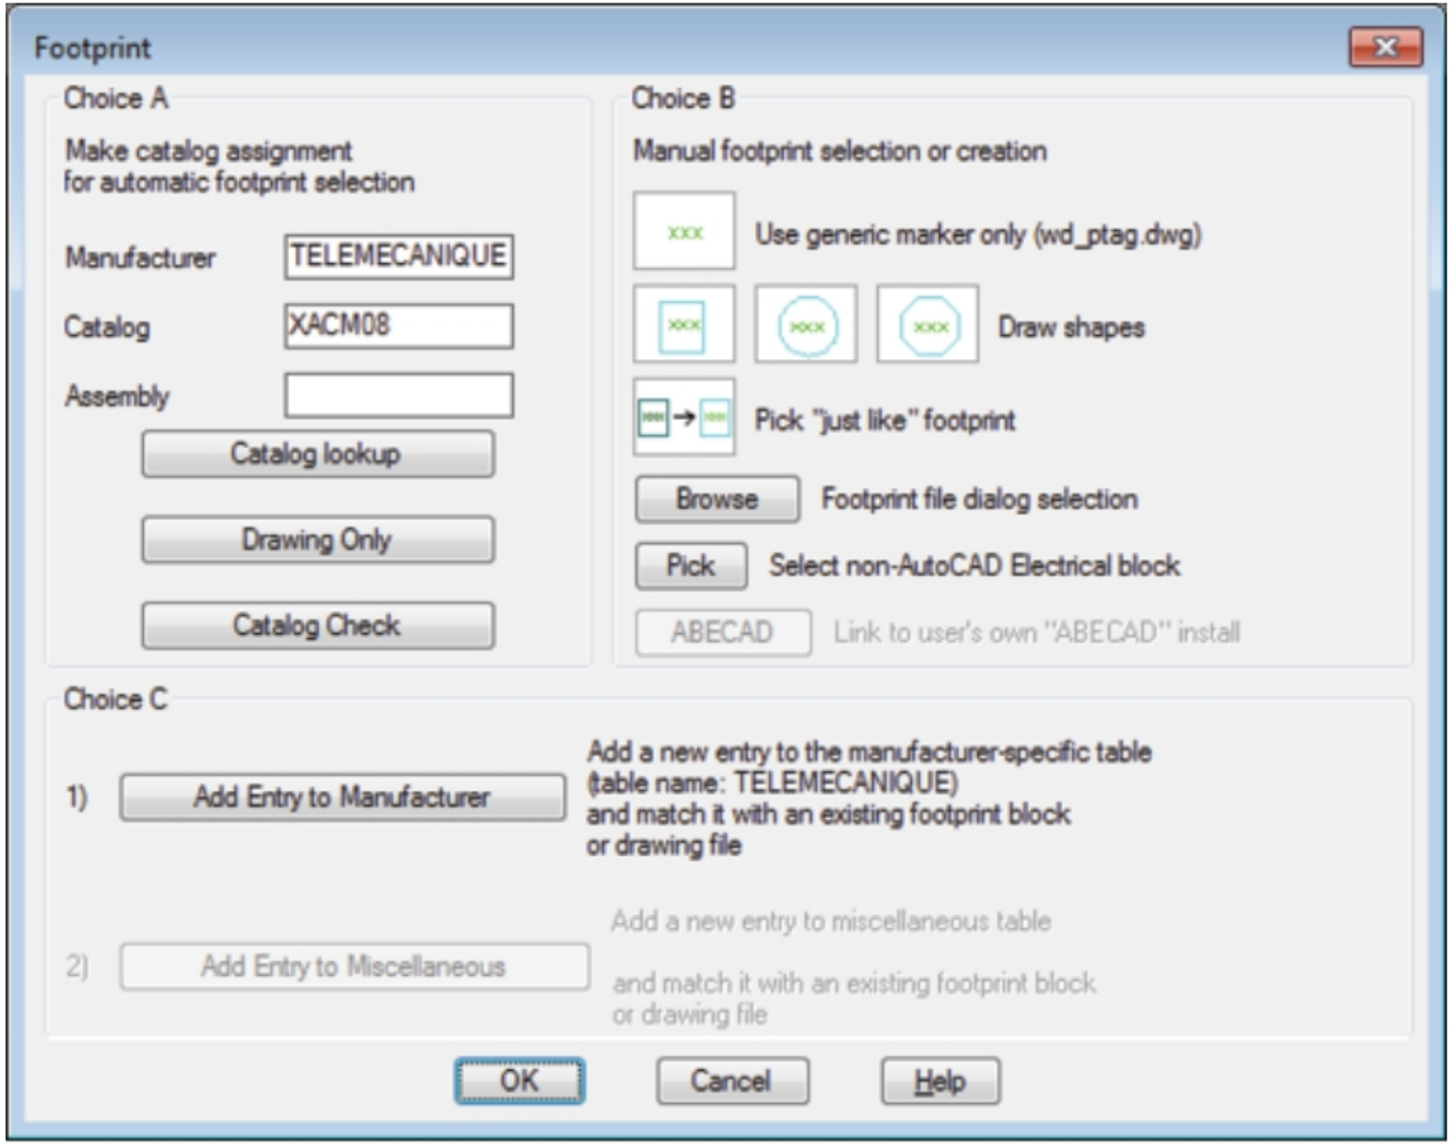
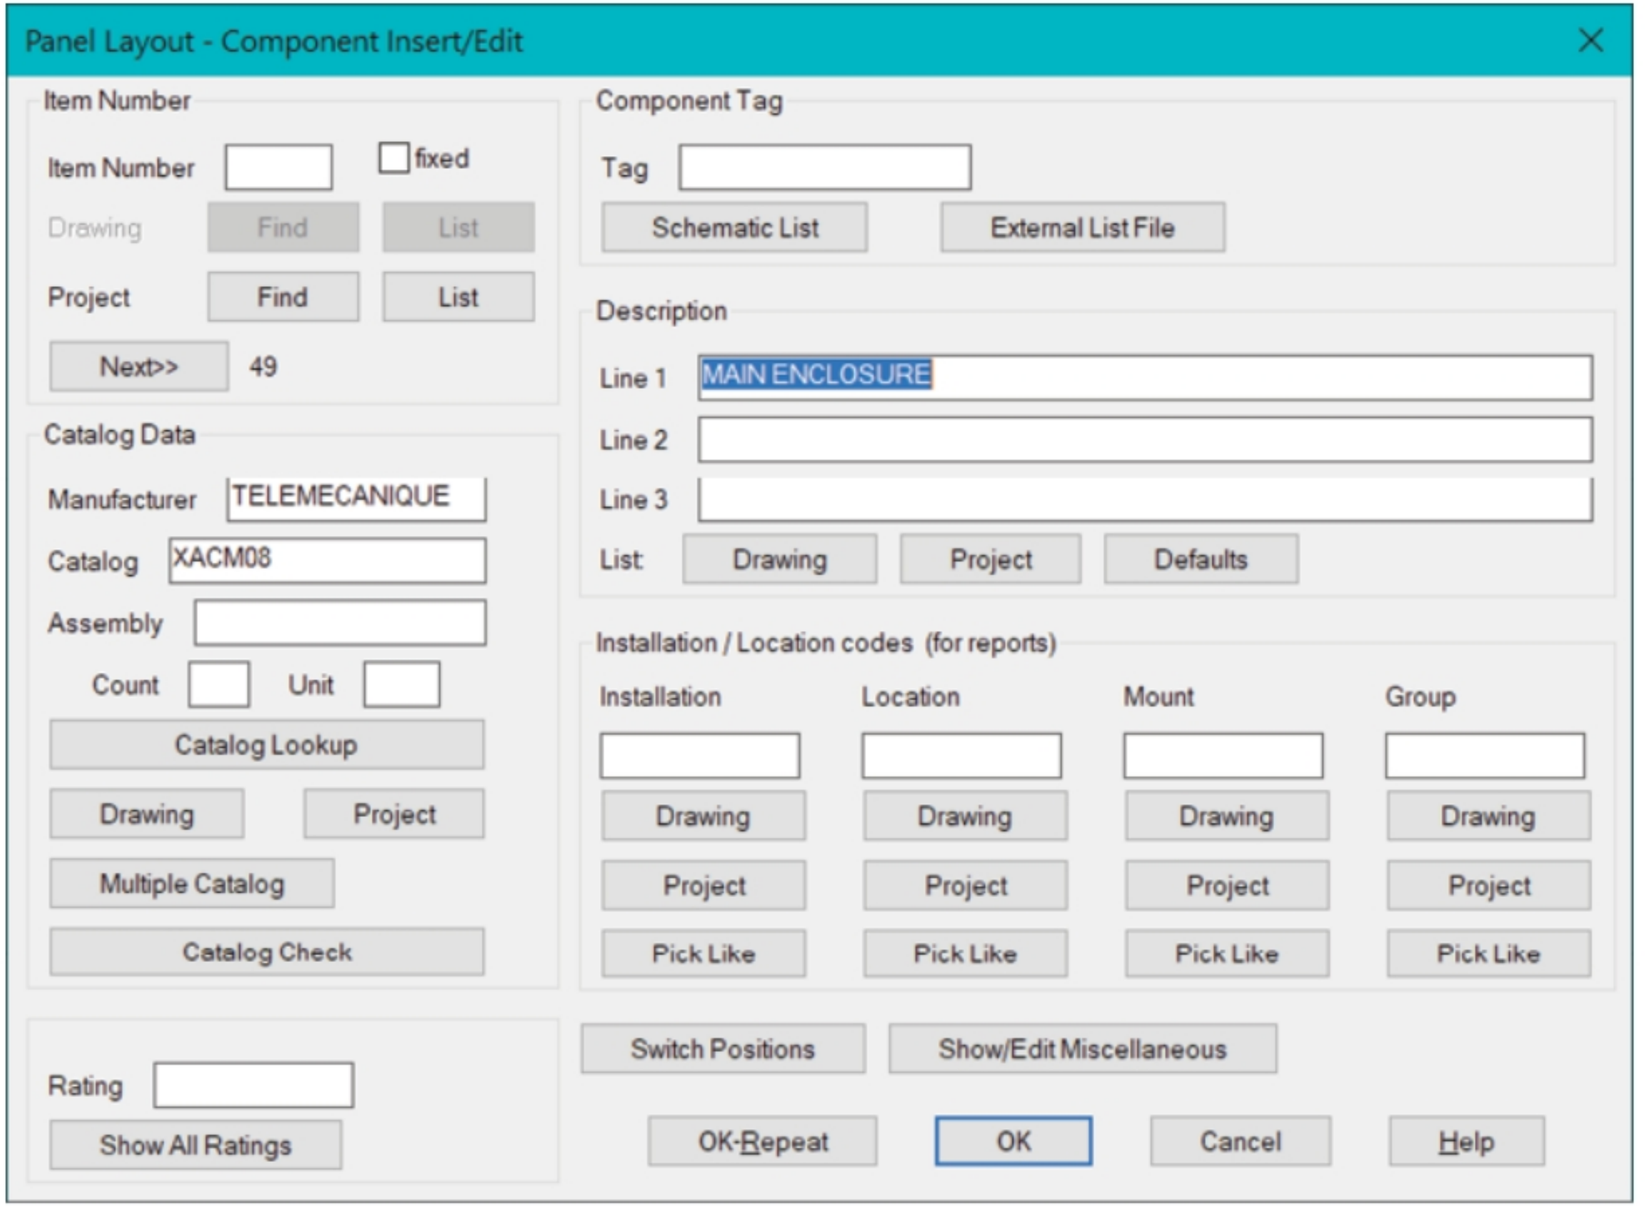

Figure-67. Footprint dialog box for enclosure
Figure-69. Panel Layout dialog box for enclosure
- Click on the **Enclosures** category in the dialog box. The **Footprint** dialog box will be displayed; refer to Figure-67.
- Click in the drawing area to specify the insertion point. You are asked to specify the rotation angle for the current footprint. Enter **0** at the command prompt. The enclosure will be placed; refer to Figure-67 and the **Panel Layout** dialog box will be displayed; refer to Figure-69.